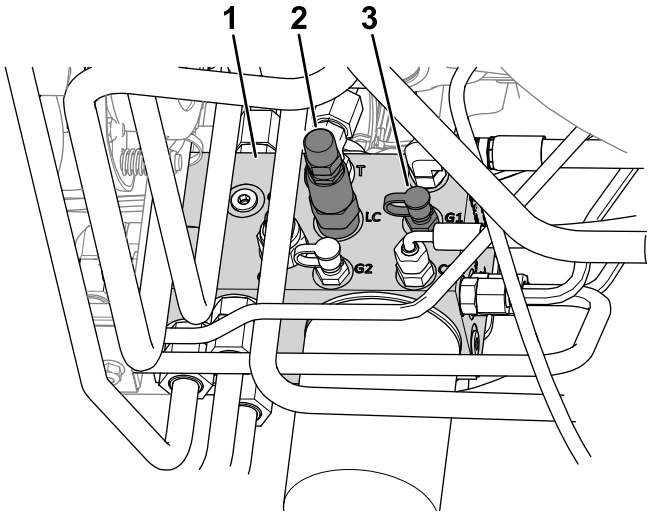

**Figura 21**
4. Collegate un manometro alla porta diagnostica (con l'etichetta G1; fate riferimento a Figura 21).
2. Cursore di trasferimento del peso (LC)
5. Sul lato del collettore di sollevamento, rimuovete il cappuccio dalla porta diagnostica (con l'etichetta G1; fate riferimento a Figura 21).
6. Allentate il controdado all'estremità del cursore di trasferimento peso (con l'etichetta LC; fate riferimento a Figura 21